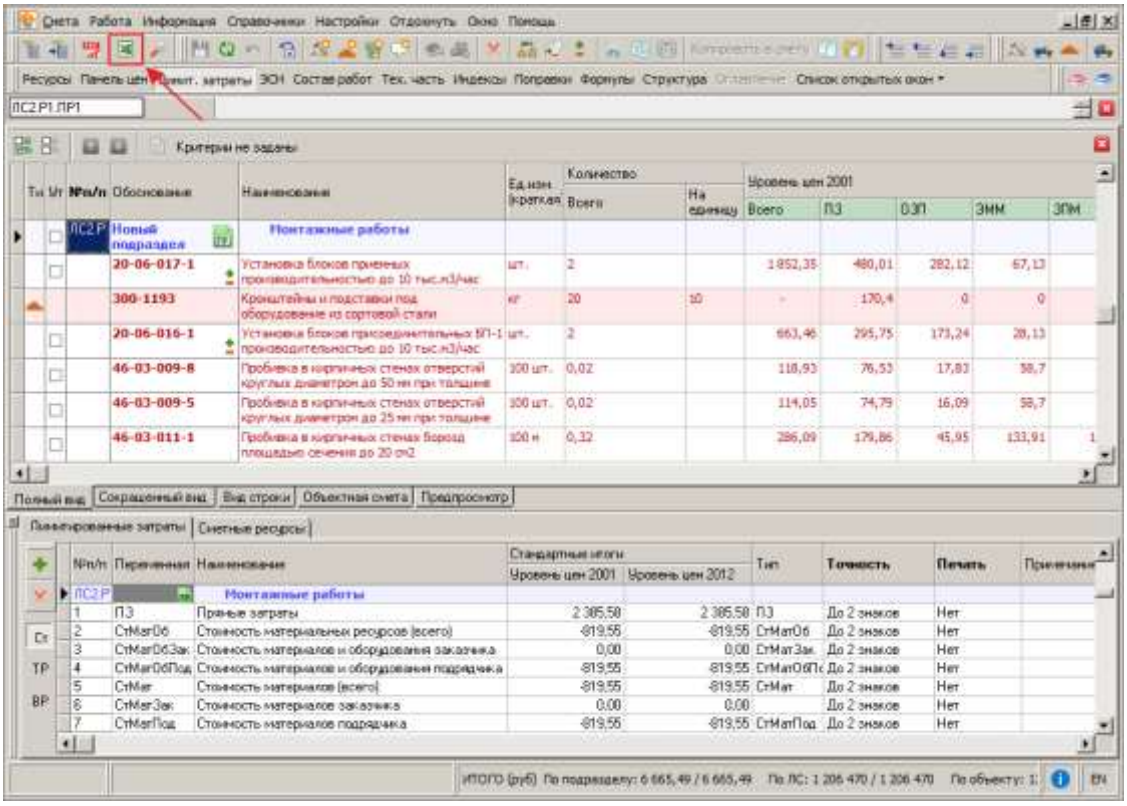

Рис. 1. Экспорт данных во внешний табличный редактор
- Нажмите на кнопку панели инструментов **Стандартная** (см. рис. 1).